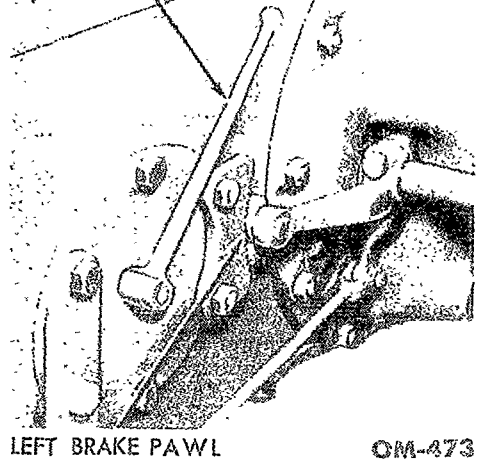

Fig. 3—Power Take-off Lever
Operator's controls are illustrated in figs. 3 through 7.
a. Brakes. Two-shoe, self-energizing mechanical brakes are provided at each rear wheel. They may be operated individually by foot pedals located on the right side of the transmission. Both brakes may be applied by depressing the two pedals with the right foot. Only a slight pressure on the brake pedals is required because of the self-energizing action which automatically increases the engagement pressure at the brake shoes. The brakes may be set by engaging the brake pawl at end of brake control shaft (figs. 3 and 4). The
e. Power Take-off Lever. The power take-off lever (fig. 3) is part of the inspection plate assembly on the left side of the center housing. In the forward position the power take-off is disengaged. Depress the clutch pedal when engaging or disengaging the power take-off shaft while the engine is running.
g. Belt Pulley Operation. The belt pulley should be installed as outlined in section 127. The tractor must be positioned so the drive and driven pulley shafts are parallel and a line connecting the two pulleys is perpendicular to the pulley shafts. The belt tension is adjusted by slowly driving the tractor away from the driven pulley. When the desired tension is obtained, set the wheel brakes and place blocks behind both rear tires. While adjusting the belt tension it may be necessary to slip the clutch. Never slip the clutch more than absolutely necessary. To start the pulley rotating, depress the clutch pedal (fig. 2), engage the power take-off shaft (fig. 3), and slowly release the clutch pedal as the engine speed is gradually increased. Large changes in throttle setting should be made slowly except in emergencies. Short belts must be kept tight to reduce slippage. Belt dressing should only be used as a last resort to reduce slippage. While using the belt, the tractor should be grounded by means of a chain or other conductor of electricity to prevent the building up of a static charge. Installing a shield over exhaust line will protect belt from heat, thus assuring longer belt life.